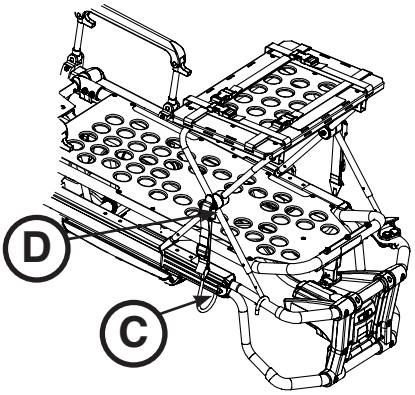

Figur 57
5. Placera spärrkroken (C) under bårvagnens sängbottenram och skjut upp fliken (D) till den låses fast på plats med ett hörbart klick såsom visas i Figur 57. Upprepa på defibrillatorplattformens andra sida.